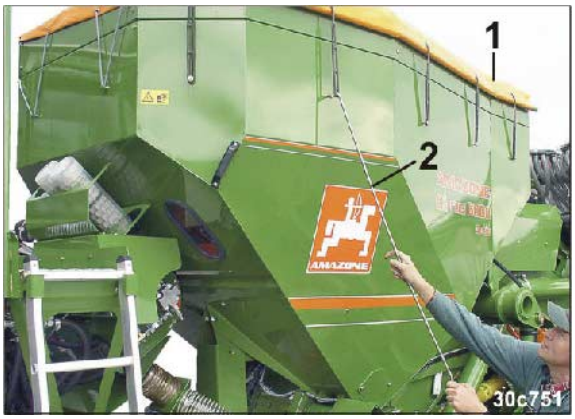

**Fig. 179**
5. Fermez la bâche (Fig. 179/1) et utilisez les sangles en caoutchouc pour éviter toute ouverture inopinée pendant le déplacement.
Utilisez le crochet de la bâche (Fig. 179/2).